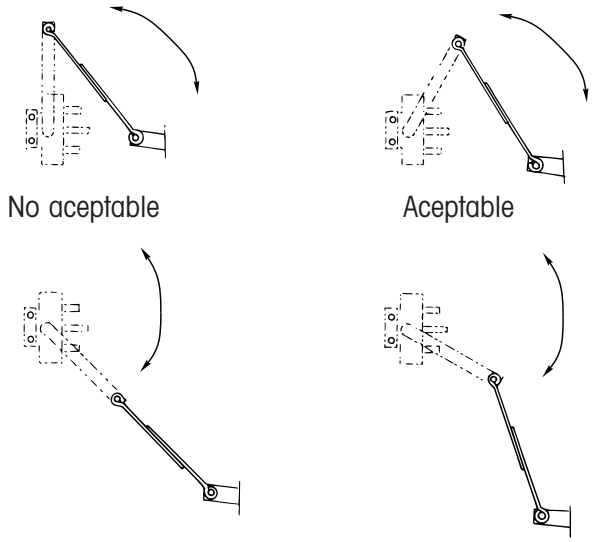

Figura 81. Viaje de la varilla de la válvula de control
3. Articule la suspensión a lo largo de todo su viaje para asegurar que se hayan dejado claros adecuados a los componentes. Se debe prestar especial atención a la varilla de la válvula de control de altura (Figura 81) y a la longitud del brazo de la válvula de control de altura de acuerdo a lo especificado en el dibujo de ensamble de la suspensión suministrado.